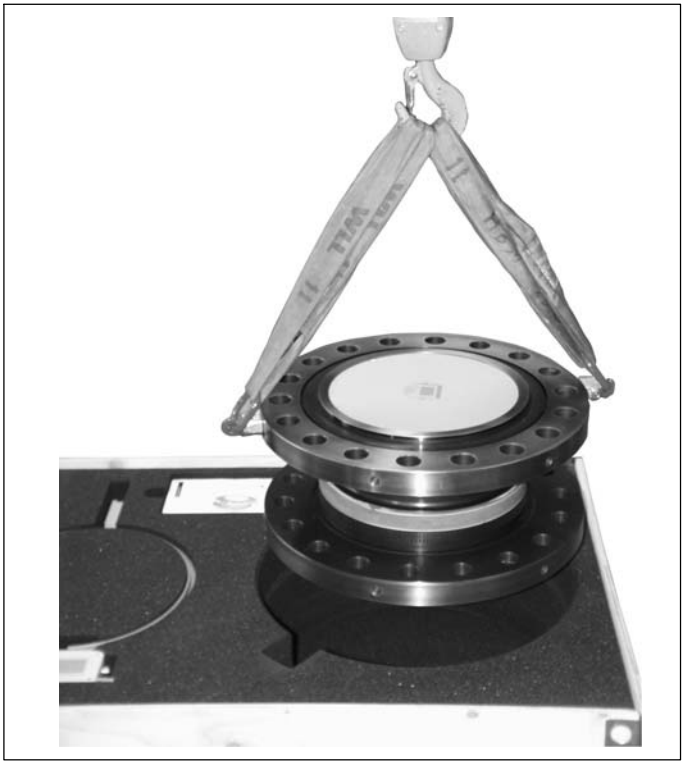

Abb. 5.2 Rotor aus der Verpackung heben
2. Befestigen Sie an den Hebeösen zwei gleich lange Seile mit ausreichender Tragfähigkeit (jedes der zwei Seile muss das volle Rotorgewicht tragen können) und heben Sie den Rotor mit einem Kran aus der Verpackung *(siehe Abb. 5.2)*.